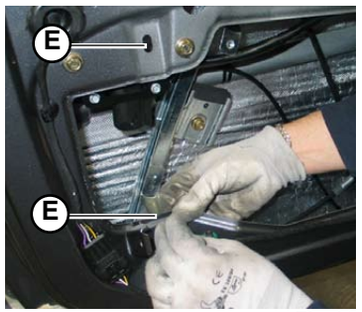

Fig.10
4. Secure the frame of the power window assembly using the 4 screws (**E-Fig.10/11**).